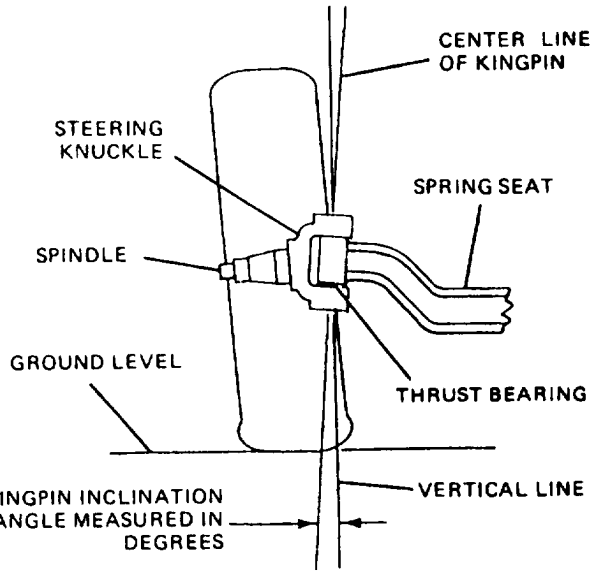
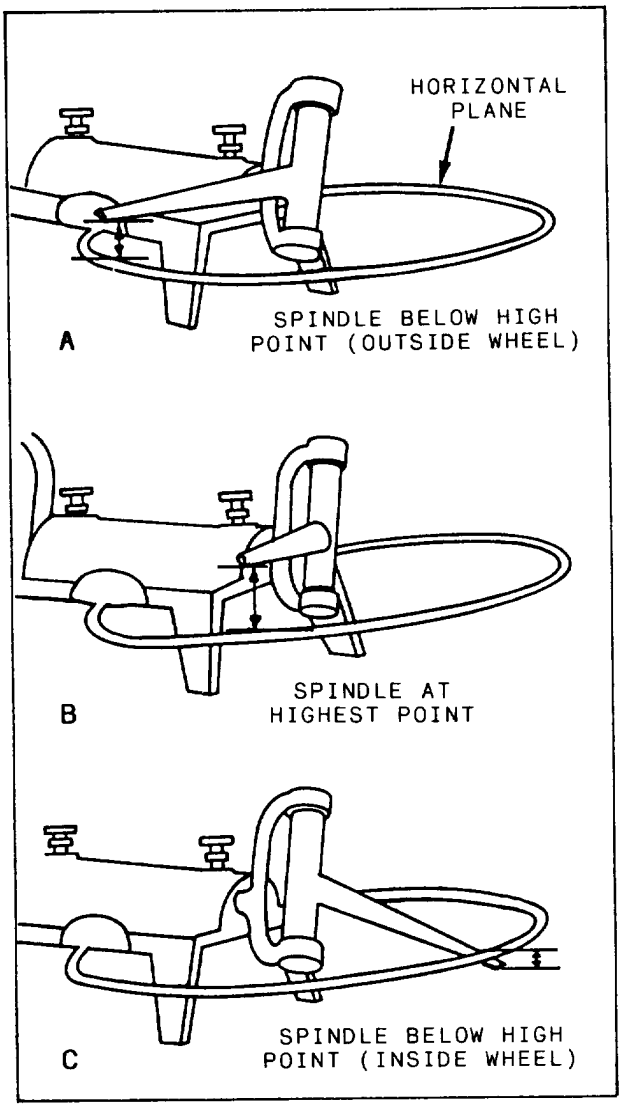

Figure 12-3.—Kingpin inclination.
Figure 12-4.—Fixed KPI.
3. **KINGPIN INCLINATION.** The inward tilt of the kingpin at the top is known as kingpin inclination (KPI). KPI (fig. 12-3) is measured in degrees from the center line of the ball joint or kingpin to true vertical (0). It is a directional control angle with fixed relationship to camber settings. It is also nonadjustable. One purpose of this inclination is to reduce the need for excessive camber. Figure 12-4 shows a dead axle with fixed KPI. The angle of the kingpin and spindle is made extreme to clarify the principles involved.
Timing the wheels to the left or right revolves the spindles around the kingpin. As the spindle is moved to the left or right from the position shown in figure 12-4, B, its end moves down, as shown in figure 12-4, A and